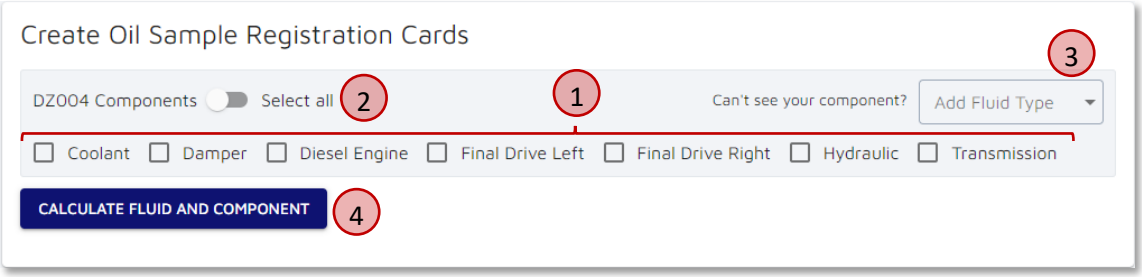

Figure 4.6 Sample Registration - Component Selection
Where we selected an existing unit in section 4.1.1 and 4.1.2, the components which have previously been sampled are listed (① in Figure 4.6). Each component has a tick-box, which can be ticked to add the component information to the list below and prepare it for printing.
There is also a **Select All** button (② in Figure 4.6), which will select all available components for sampling.
If the component we are trying to sample is not shown, we can add it by using the new component drop-down (③ in Figure 4.6). Once we click into the drop-down, options will be provided for:
Once you have selected the component(s) to be sampled, the **Calculate Fluid and Component** (④ in Figure 4.6) will pre-calculate the component and fluid hours based upon the unit hours we have entered in the Unit Information section.